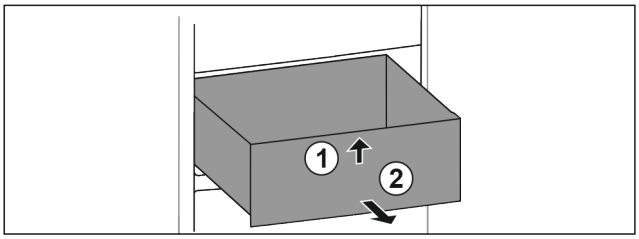

Fig. 136
▶ Lift up drawer at the front. *Fig. 136 (1)*
▶ Remove drawer to the front. *Fig. 136 (2)*